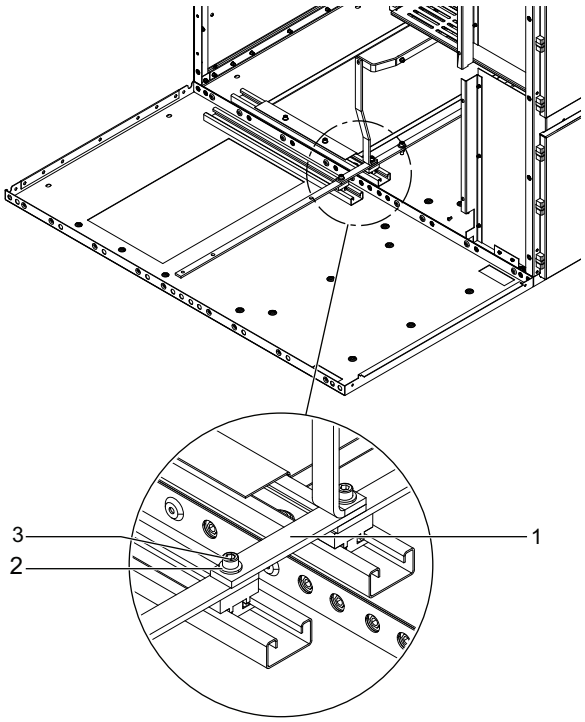

Figure 33
2. Screw-fasten connecting bar on both sides to the earth bar, refer to Figure 33.
- The connection is located at the base of the cubicle (Figure 33).